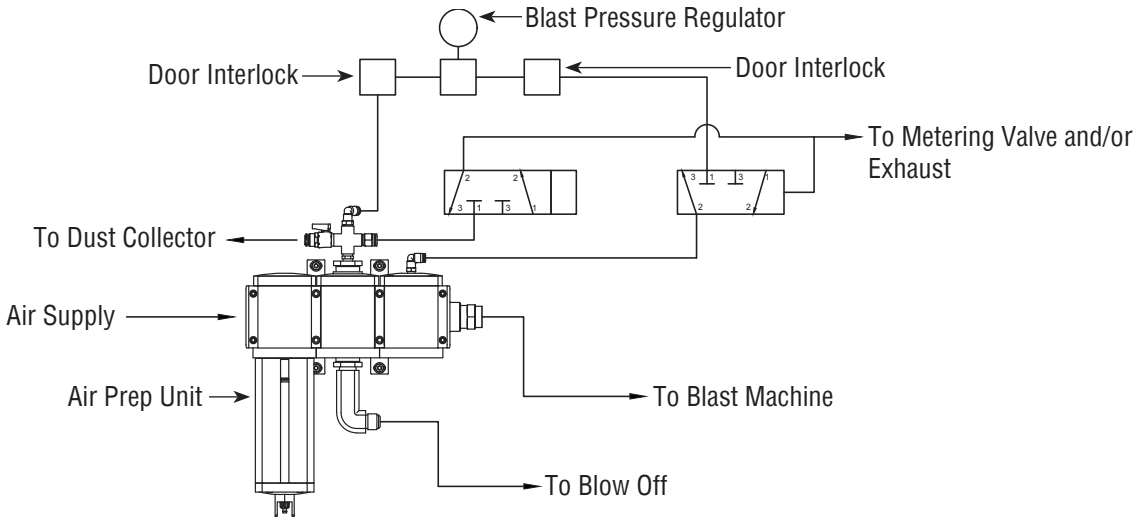

FIGURE 6
2.8.1.1 | Attach the 1/2” blow-off hose coming from the cabinet hopper to the compatible fitting on the blast machine piping, located between the air filter and pressure regulator. Refer to the schematic in **Figure 6**.